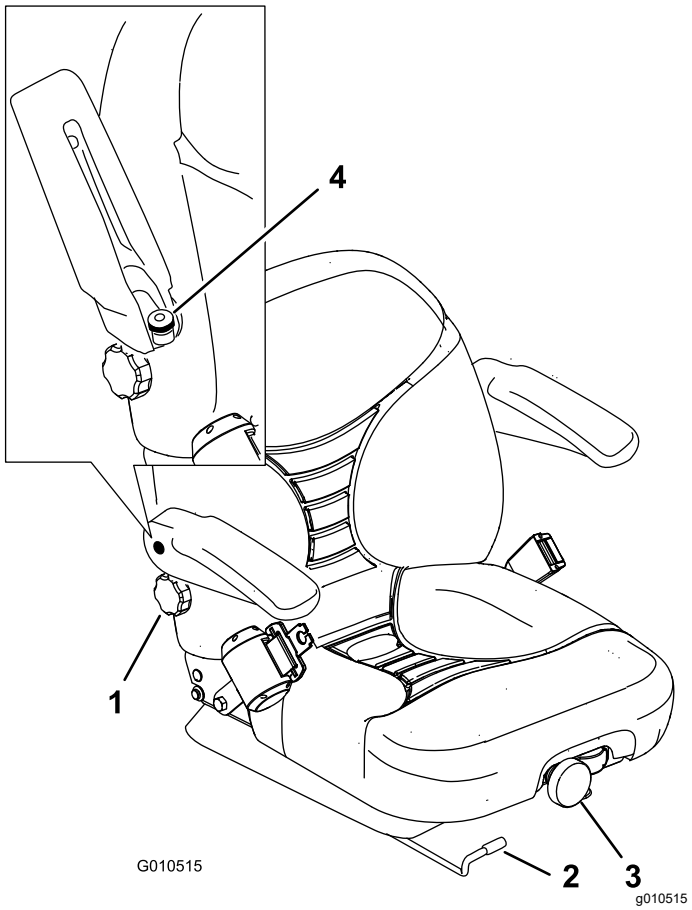

Figure 34
1. Poussez le levier sur le côté pour débloquer le siège (Figure 34).
Pour ce faire, tournez le bouton avant dans un sens ou dans l'autre pour obtenir la position la plus confortable (Figure 34).
Pour ce faire, tournez le bouton situé sous l'accoudoir droit dans un sens ou dans l'autre pour obtenir la position la plus confortable (Figure 34).
Relevez l'accoudoir et tournez le bouton dans un sens ou dans l'autre pour obtenir la position la plus confortable (Figure 34).